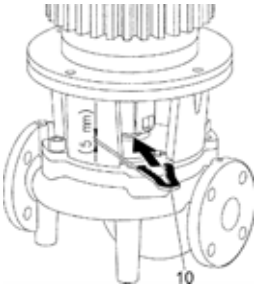

Fig. 19: Установка монтажной вилки
- Вставить монтажную вилку (Fig. 19, поз. 10) между фонарем и муфтой. Монтажная вилка должна располагаться без зазора.